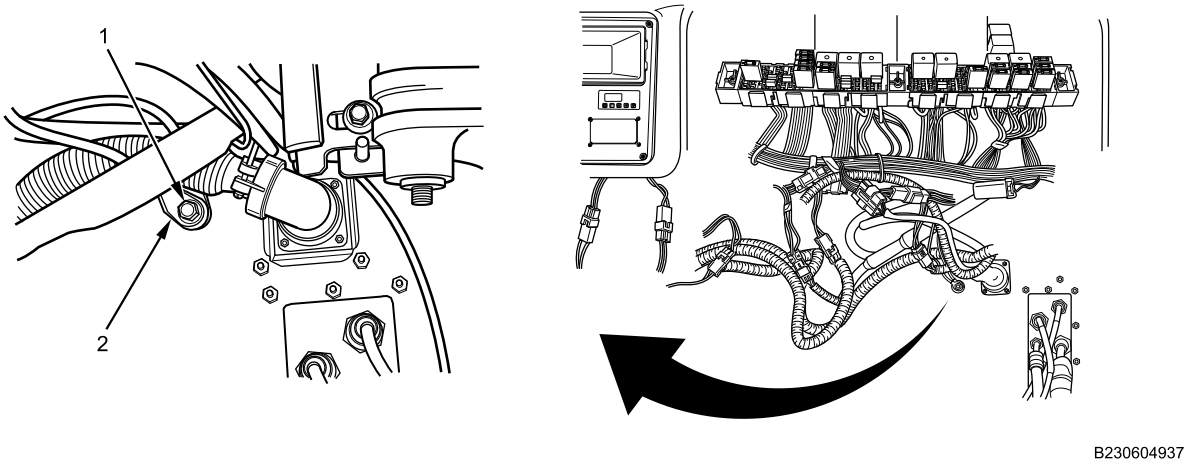

Figure 1. PDM Ground Cable Connection.
1. Remove bolt (Figure 1, Item 1) and PDM ground cable (Figure 1, Item 2) from bulkhead.